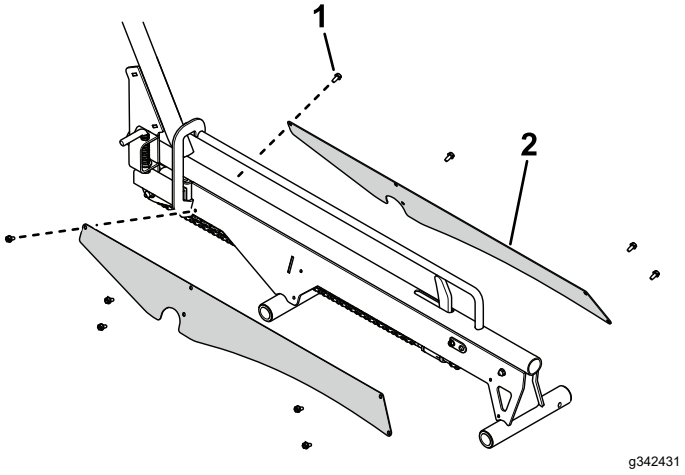

Figur 8
10. Använd 10 sexkantsskruvar för att fästa kedjehuset på rampenheterna (Figur 8).